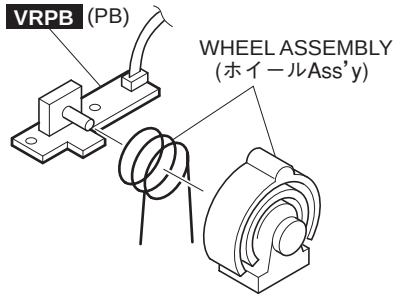

Fig.10（図10）
13-5 Pull out the wheel assembly from the VRPB (PB) circuit board. (Fig.10)
13-5 VRPB（PB）シートからホイール Ass'y を抜いて外します。（図 10）